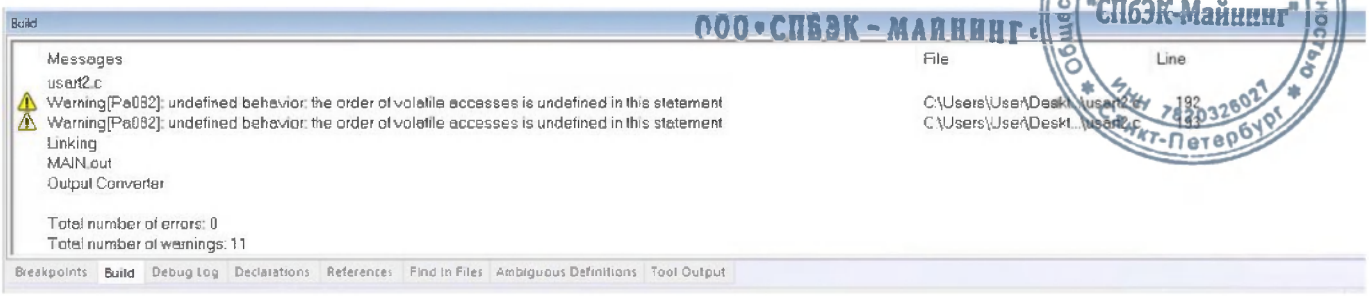

Рисунок 31
4.6.4 При успешной компиляции и сборке проекта в нижней части окна «Build» появится сообщение об успешной компиляции (Рисунок 31).